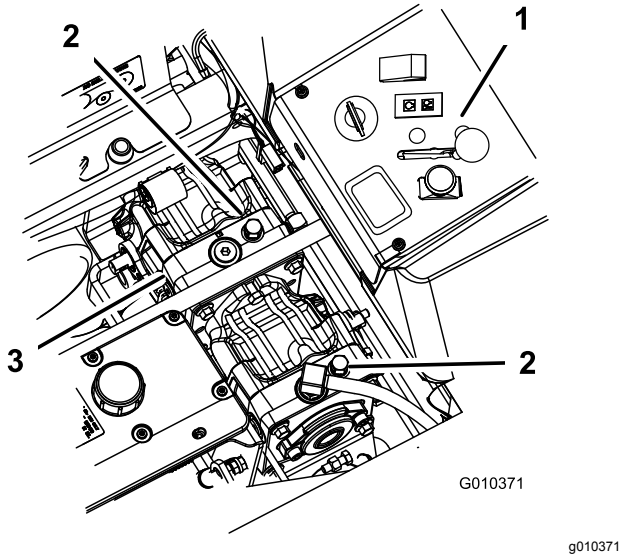

Figur 33
2. Drej omløbsventilerne en omgang mod uret for at skubbe (Figur 33).
Drej omløbsventilerne en omgang med uret for at betjene maskinen (Figur 33).